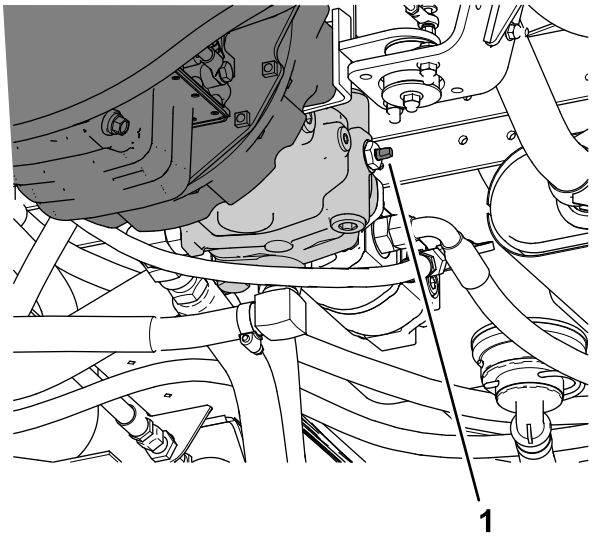

Bild 60
3. Drehen Sie das Abschleppventil (Bild 60) um 90° in eine Richtung, um es zu öffnen.